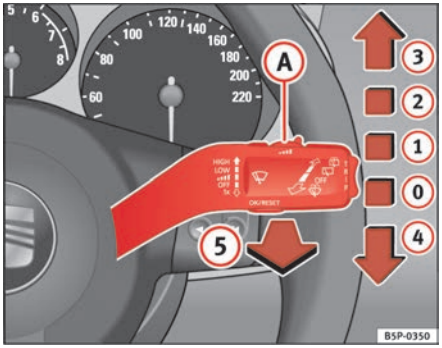

Fig. 82 Windscreen wiper and windscreen wash lever
The windscreen wiper lever ⇒ fig. 82 has the following positions: ▶
- The next speed down will automatically be selected if wiper speed (2) ⇒ page 119, fig. 82 or (3) is selected when the vehicle stops. The set speed will be resumed when the vehicle starts again